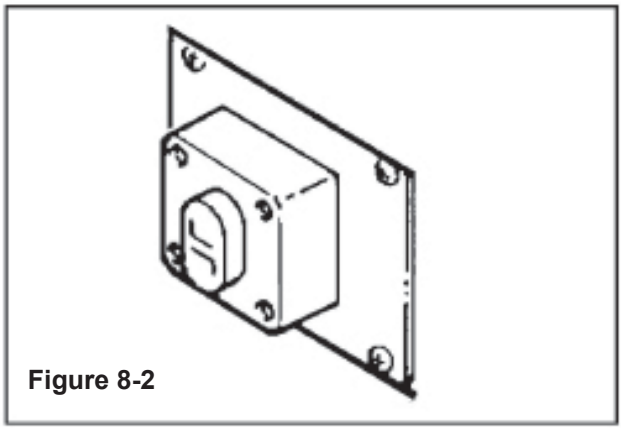

Figure 8-2
- The main switch start switch “ON” (I) **(Figure 8-2)**